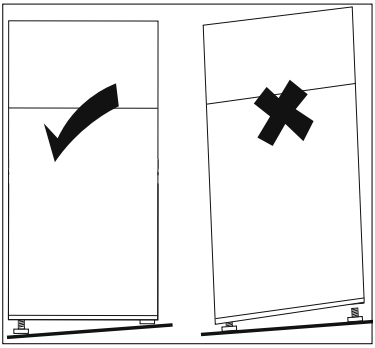

Abb. 16
- Das Gerät waagerecht ausrichten, Unebenheiten des Bodens durch entsprechendes Einschrauben der Schraubfüße (5) ausgleichen (siehe **Abb. 16**). Drehen Sie im Uhrzeigersinn, um die Füße herauszudrehen, gegen den Uhrzeigersinn, um sie hineinzudrehen.